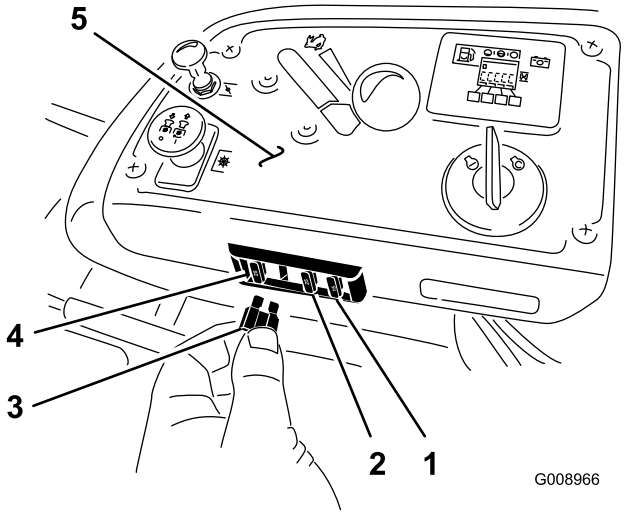

**Figure 56**
1. The fuses are located on right hand console next to the seat (Figure 56).
3. Install a new fuse (Figure 56).